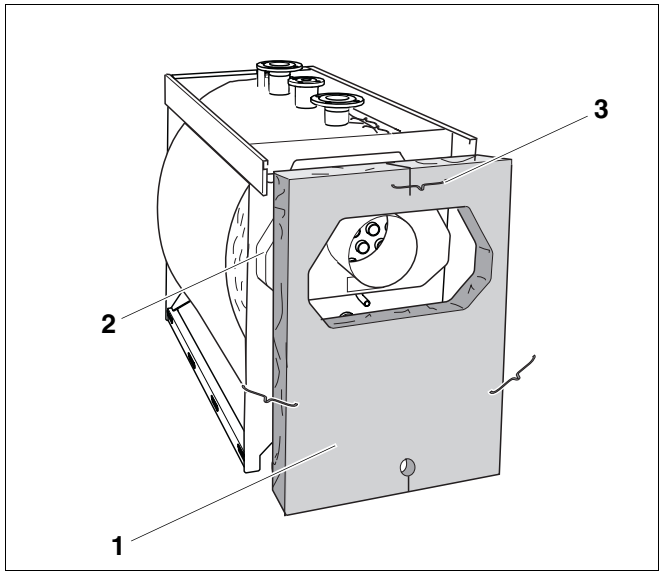

Fig. 24 Montaggio dell'isolamento termico del pannello posteriore
- Spingere l'isolamento termico del pannello posteriore (fig. 24, **pos. 1**) con l'intaglio sul collettore fumi (fig. 24, **pos. 2**) e fissarlo con i fermagli (fig. 24, **pos. 3**).